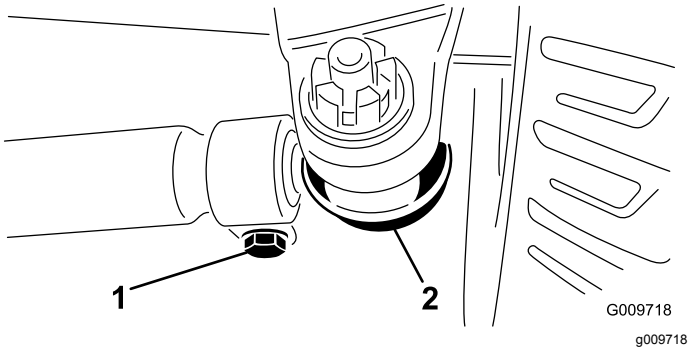

Figura 77
2. Para realizar el ajuste, retire la chaveta y la tuerca de cualquiera de las rótulas de la biela (Figura 77), y retire la rótula de la biela del soporte del eje.
3. Afloje las abrazaderas en ambos extremos de las bielas (Figura 77).